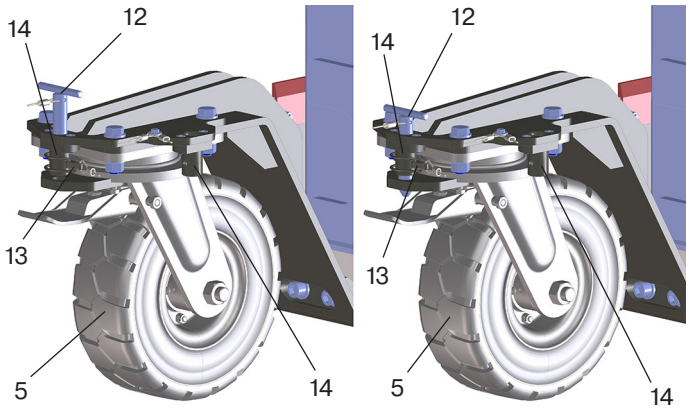
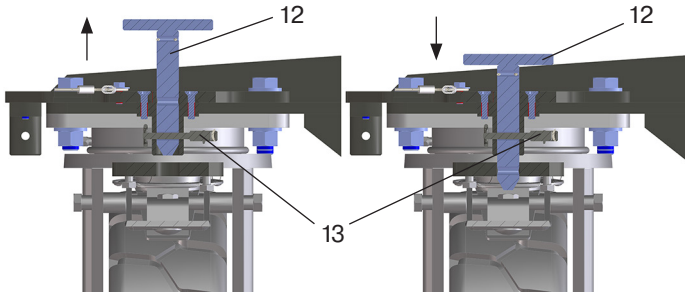

fig. 6-14
fig. 6-16
Figure 6-14 shows a castor (5) locked in the direction of travel.
The corner units have two hitching attachments (14) for the directional lock, one directional lock (12) and one linchpin (13) on each castor (5). To secure the castor (5) in the desired position (figure 6-14 and 6-15) so that it doesn't twist, the directional lock (12) is inserted in the corresponding hitching attachment (14) and secured using a linchpin (13). If the corresponding castor (5) can be turned freely, the directional lock (12) is inserted into one of the two hitching attachments (14) and stowed using linchpins (13) in the lower bore of the directional lock (12) (–> fig. 6-16).